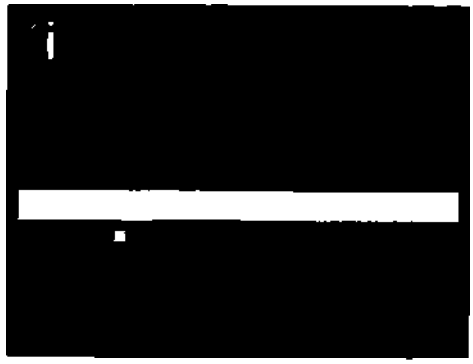

Рисунок 26. Информационное сообщение, появляющееся при нахождении кюветы в положении заполнения образцом
2. Нажмите кнопку Start, чтобы начать цикл измерения. Когда кювета входит в положение заполнения образцом, появляется всплывающее окно с флажком для повторного выбора ручного режима (Рисунок 26). Если вы оставите его пустым, цикл продолжится в автоматическом режиме. Заполните кювету образцом и нажмите кнопку Start.